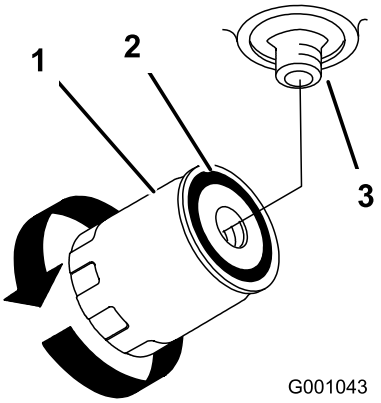

Figuur 75
4. Verwijder het oude filter en veeg de pakking van de filtertussenstuk schoon (Figuur 75).
6. Monteer het nieuwe hydraulische filter op het filtertussenstuk. Draai het oliefilter rechtsom totdat de rubberen pakking contact maakt met het filtertussenstuk. Draai het filter vervolgens nog eens 1/2 slag (Figuur 75).